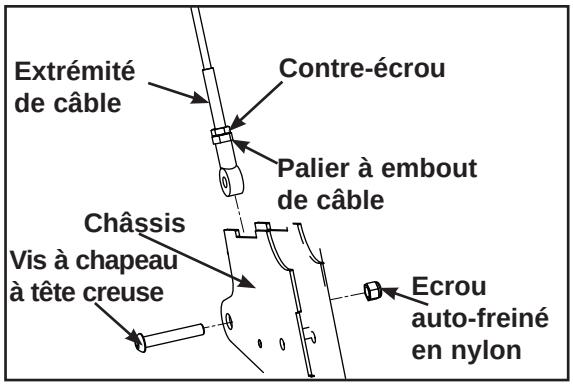

Figure 7
2. ***Réglage à embout à rotule -*** Ce type de réglage utilise une vis à chapeau à tête creuse qui fixe un palier à embout de câble à l'appareil. Le principal réglage consiste à tourner ce palier à embout. L'autre extrémité du câble se règle généralement au moyen d'une goupille cylindrique. Reportez-vous aux figures 7 et 8.